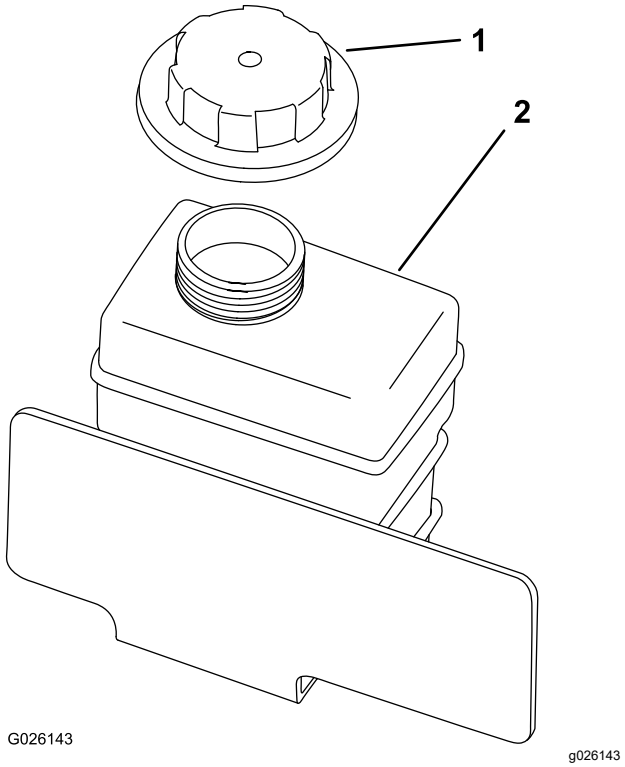

**Figur 51**
4. Kontrollera kylvätskenivån i reservtanken (Figur 51).